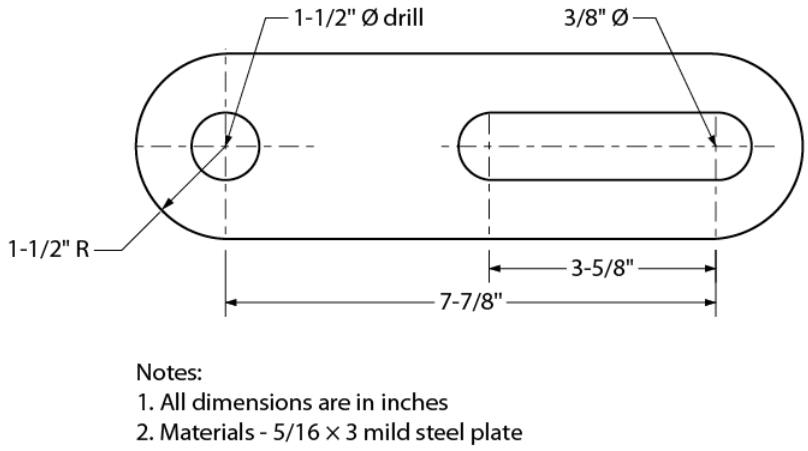

Figure 2.4.7: Connector arm – imperial measurement
- In the fraction-inch system, dimensions for things such as steel and lumber sizes are expressed as inches and fractions of an inch from as small as 1/64" (Figure 2.4.7). Most drawings that are dimensioned in the imperial system will use the fraction-inch system.